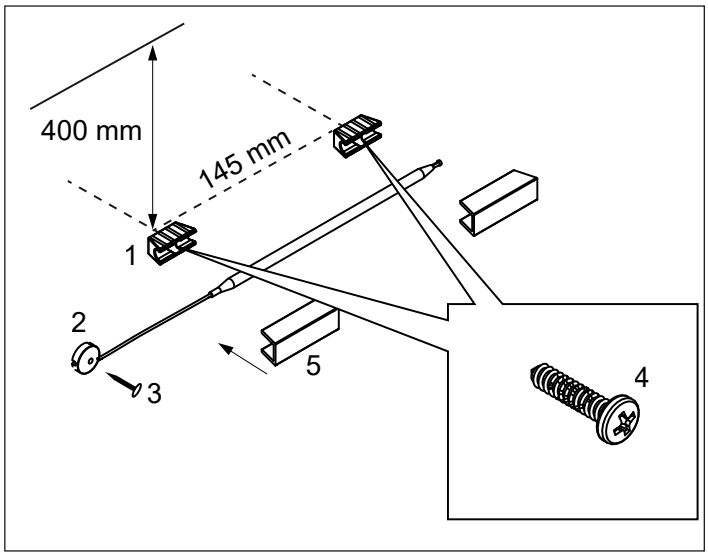
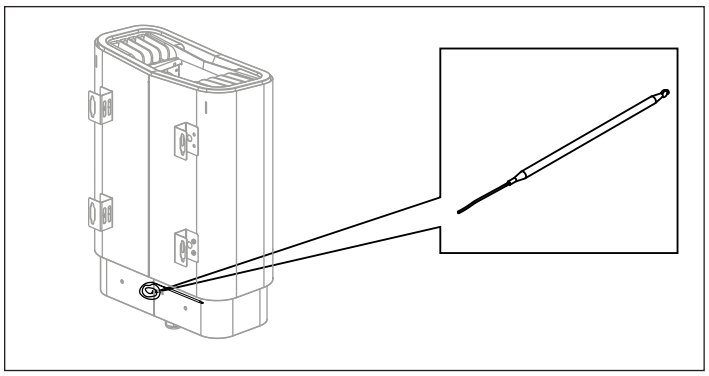

Abbildung 12: Installation des Temperatursensors
Abbildung 14: Hier finden Sie den Temperatursensor
Montieren Sie die Temperatursensorhalterungen (siehe (1) in Abb. 12) mithilfe der zwei mitgelieferten Schrauben 400 mm unter der Decke, bei einem Abstand von 145 mm zwischen den Schrauben (4).
Montieren Sie den Temperatursensor (seitlich an der Heizung, siehe Abb. 14) und sichern Sie den Heizstab mit zwei Clips (2) und dem Kopfnagel (3) (siehe Abb. 12).
Wenden Sie sich an den TylöHelo Kundendienst, bevor Sie Spannungen oder Phasennummern anschließen, die nicht im Schaltplan (siehe Abb. 14) abgebildet sind.